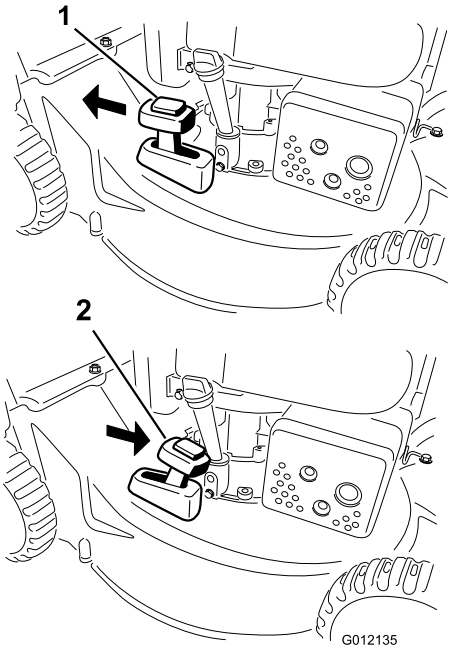

Figuur 16
Om het maaisel te recyclen, zet u de grasvanghendel in de **Recycling**modus (Figuur 16).
2. Plaats de grasvanger; zie De grasvanger verwijderen (bladz. 12) en zet de grasvanghendel in de **opvang**modus (uitsluitend model 20836) zoals getoond in Figuur 16.
Opmerking: Als de grasvanger op de machine zit, moet u die verwijderen alvorens de achteruitworp te gebruiken; zie De grasvanger verwijderen (bladz. 12). De grasvanghendel moet in de **grasvang**modus staan (uitsluitend model 20836) zoals getoond in Figuur 16.